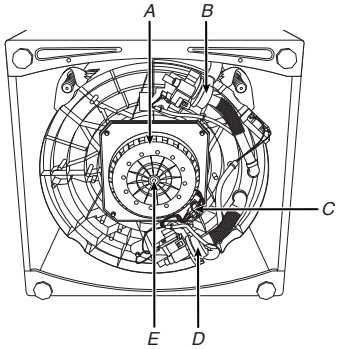
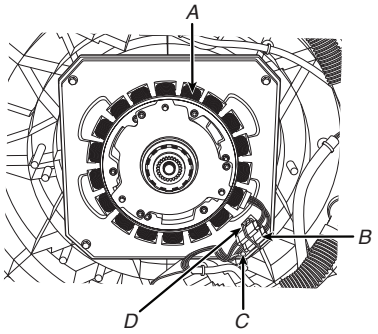

Figure 1 - Drive Area (Bottom View), Sound Pad (If Equipped) Removed
Figure 2 - Drive Area (Bottom View - Motor Cover Removed) and Checking Slider Movement/Alignment
8. Tilt washer back and remove sound pad (if equipped) to access the drive system (see Figure 1 below).
11. Remove the motor bolt, then the motor cover (see Figure 1 on this page). Remove the motor stator and the shifter coil and confirm that the slider on the motor shaft moves freely (see Figure 2 on this page).
7. Tilt washer back to access the bottom of the washer and the drive motor area (see Figure 1 on earlier page).
10. Tilt washer back (if it is not already) to disconnect the motor connector and use an ohmmeter to verify the motor resistance values at the drive motor connector [see Figure 1-Drive Area (Bottom View)].
11. Remove the motor bolt, then the motor cover [see Figure 1-Drive Area (Bottom View) and Figure 2-Drive Area (Bottom View - Motor Cover Removed) and Checking Slider Movement/Alignment].